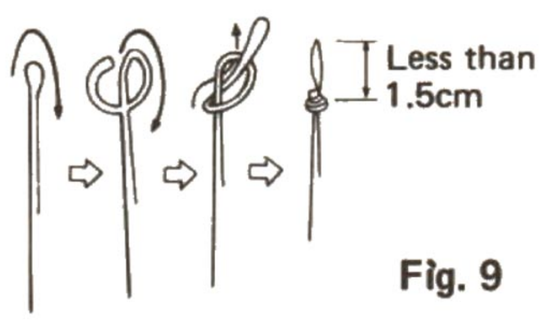

Fig. 9
3. Make a knot at the cord and as shouwn in Fig. 9